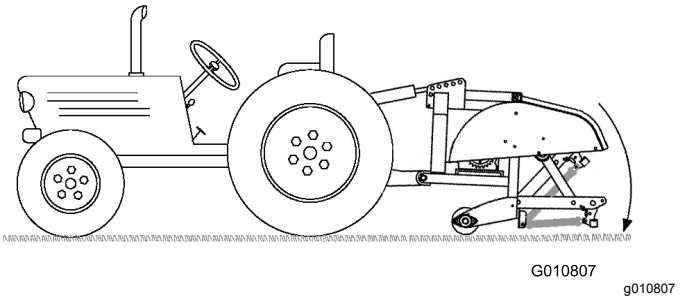

Rysunek 13
4. Opuść aerator na podłoże i wysuń do końca siłownik hydraulicznego łącznika górnego lub łącznik górny (Rysunek 13).